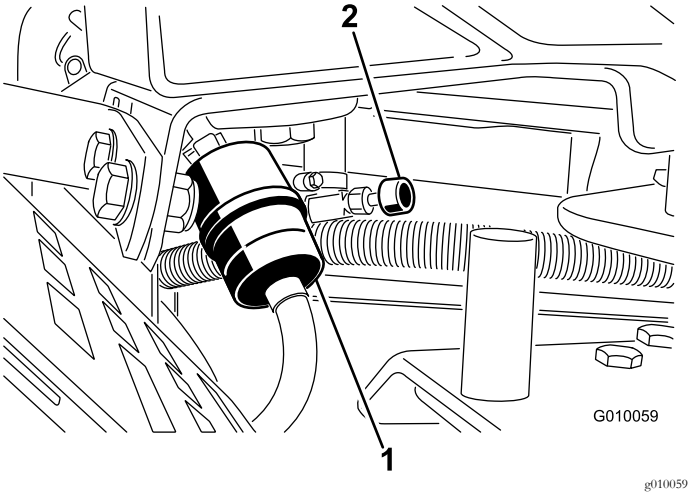

Rysunek 51
2. Zamknij zawór odcięcia paliwa (Rysunek 51).
3. Ściśnij końce obejm przewodu i odsuń je od filtra (Rysunek 51).
5. Zamontuj nowy filtr i przesuń obejmy przewodu w pobliże filtra (Rysunek 51).
7. Otwórz zawór odcięcia paliwa (Rysunek 51).
3. Poluzuj zacisk przewodu na filtrze paliwa i przesuń go w górę przewodu paliwowego, odsuwając go od filtra (Rysunek 51).
4. Zsuń przewód paliwowy z filtra paliwa (Rysunek 51). Otwórz zawór odcięcia paliwa i poczekaj, aż paliwo spłynie do kanistra lub do miski drenażowej.
5. Zainstaluj przewód paliwowy na filtrze paliwa. Przesuń zacisk przewodu blisko filtra paliwa w celu zamocowania przewodu paliwowego (Rysunek 51).